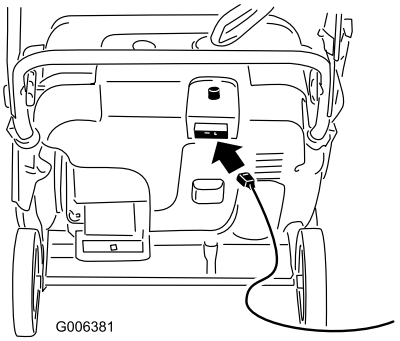
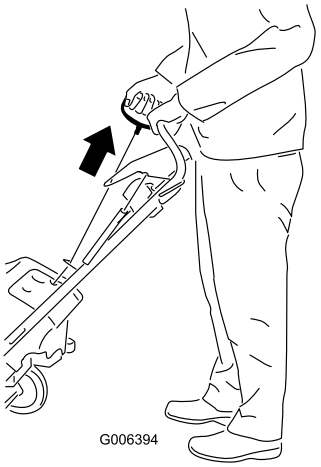

Figur 14
Figur 15
4. Koble til en skjøteledning til et strømuttak og snøfreseren, og trykk på den elektriske starter-knappen (kun for modell 38571) (Figur 14), eller trekk i tilbakespolingshåndtaket (Figur 15).